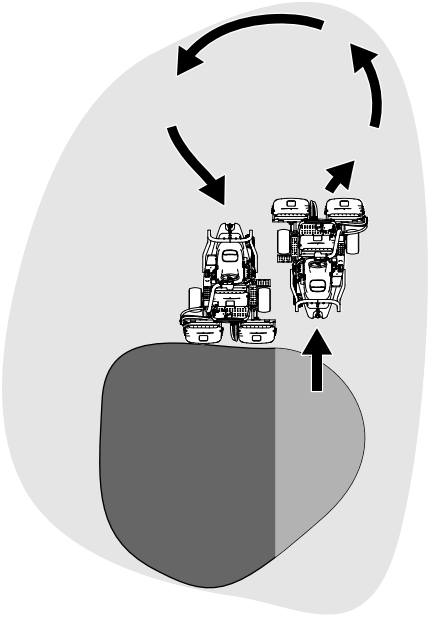

Figur 23
6. Du kan förkorta arbetstiden och underlätta uppställningen inför nästa klippvända genom att tillfälligt vända maskinen i motsatt riktning och sedan vända den i riktning mot den oklippta delen – en droppformad sväng (Figur 23) som snabbt placerar dig i läge för nästa klippsträcka.